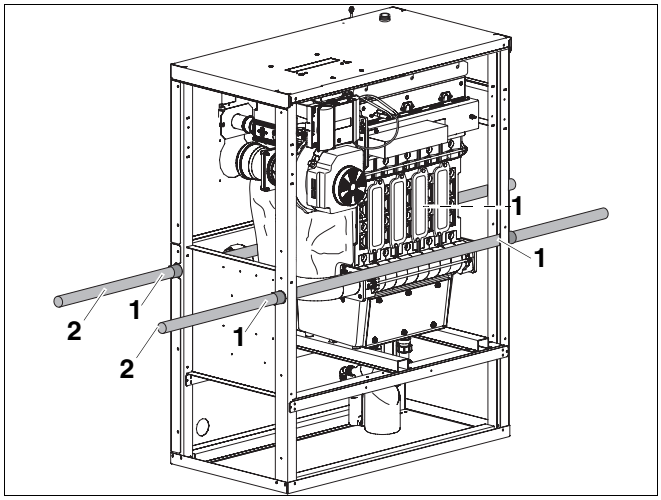

Fig. 7 Transporter la chaudière à l'aide de tubes
- Faire passer les tubes par les trous situés sur les parties frontales de la chaudière (➔ fig. 7).
- Fixer les tuyaux aux positions indiquées fig. 7 pour qu'ils ne glissent pas, par ex. avec une bande adhésive.